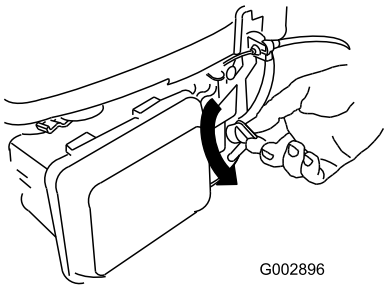

Figura 10
1. Gire la palanca de la válvula de combustible a la posición de Abierto (Figura 10).